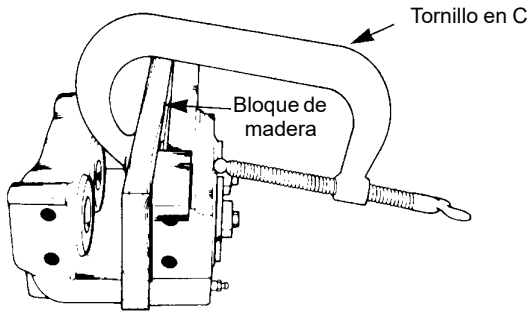

FIGURA 8-6
a. Utilice un tornillo en C para sujetar un bloque de madera de 0.5 pulg (12.7 mm) contra los tres émbolos en el lado de montaje de la caja. Verifique que el tornillo en C no se encuentre en la zona delante de la cavidad del émbolo (Figura 8-6).